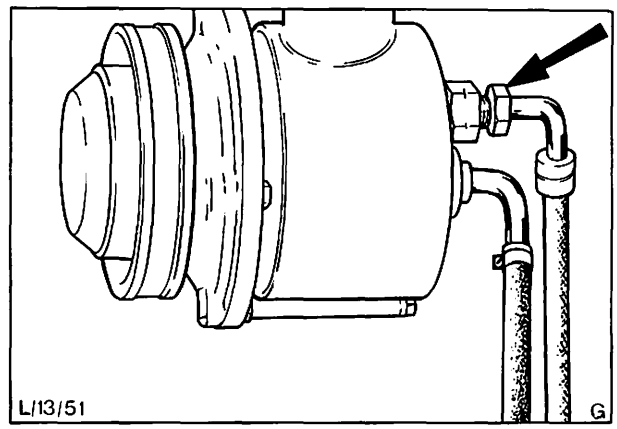

Abb. 55 Druckleitung wieder anschließen
10. Drucktestgerät entfernen und Druckleitung wieder vorschriftsmäßig anschließen, Abb. 55. Anschlüsse mit vorgeschriebenem Drehmoment festziehen.